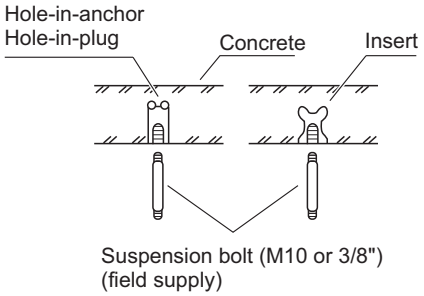

Fig. 2-41
(1) Fix the suspension bolts securely in the ceiling using the method shown in the diagrams (Figs. 2-41 and 2-42), by attaching them to the ceiling support structure, or by any other method that ensures that the unit will be securely and safely suspended.